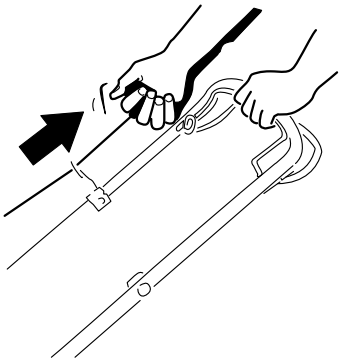

Figure 18
2. Tirez légèrement la poignée du lanceur (Figure 18) jusqu'à ce que vous sentiez une résistance, puis tirez vigoureusement et laissez le câble se rétracter lentement jusqu'au guide sur le guidon.